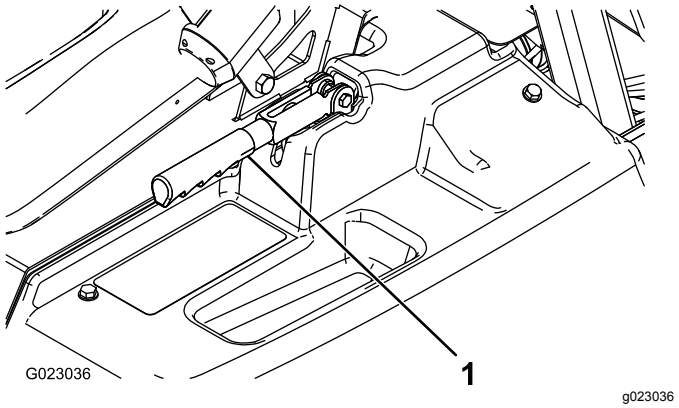

Figur 53
2. Løsn sætskruen, der fastgør skruen til parkeringsbremsehåndtaget (Figur 53).